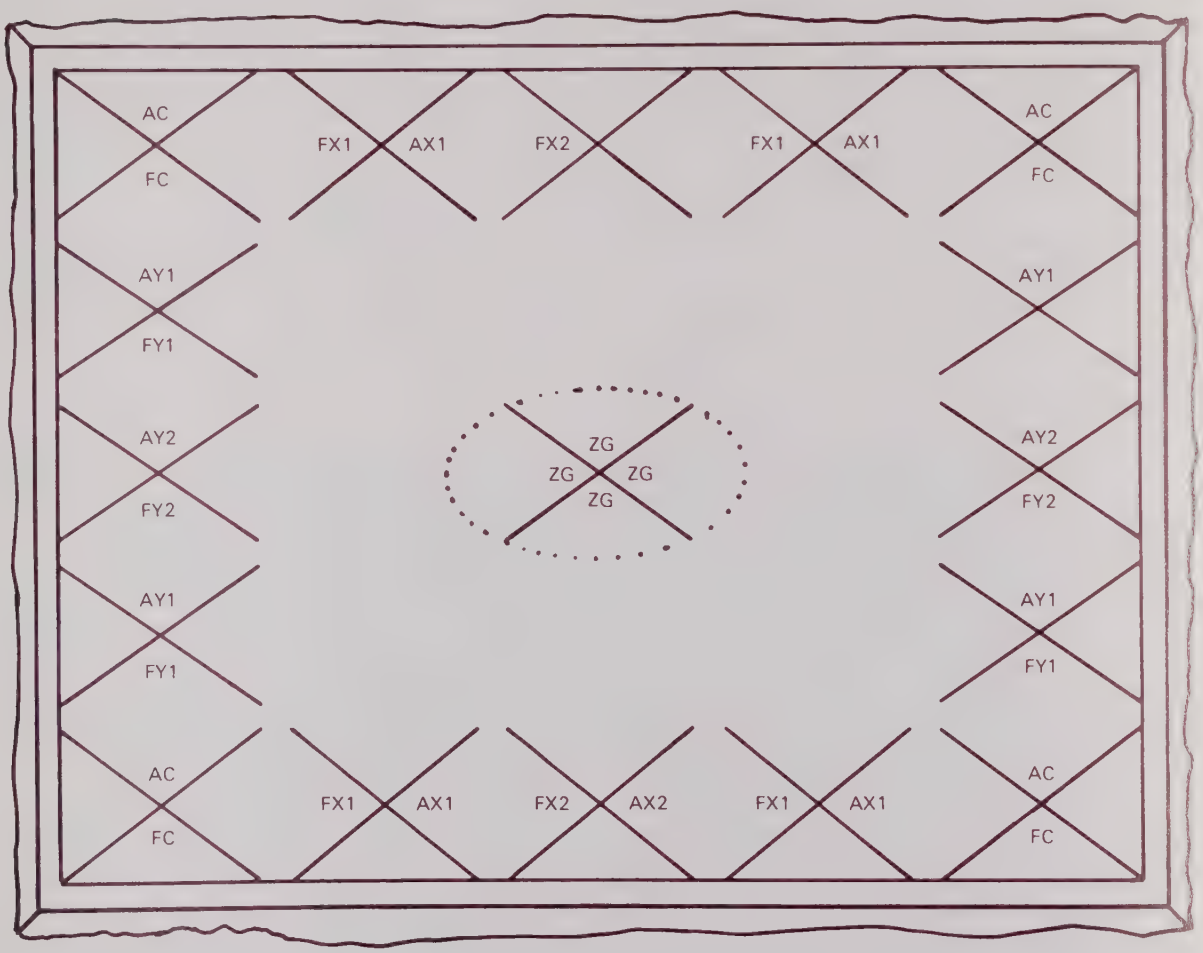

Figure 5-16. Focus and Astigmatism Test Pattern
f. Adjust front panel X-Y GAIN and X-Y POSTION controls so that the pattern on screen fills the viewing are. Set front panel INTENSITY fully clockwise (except Option 003). Check figure 5-16 for correct pattern.